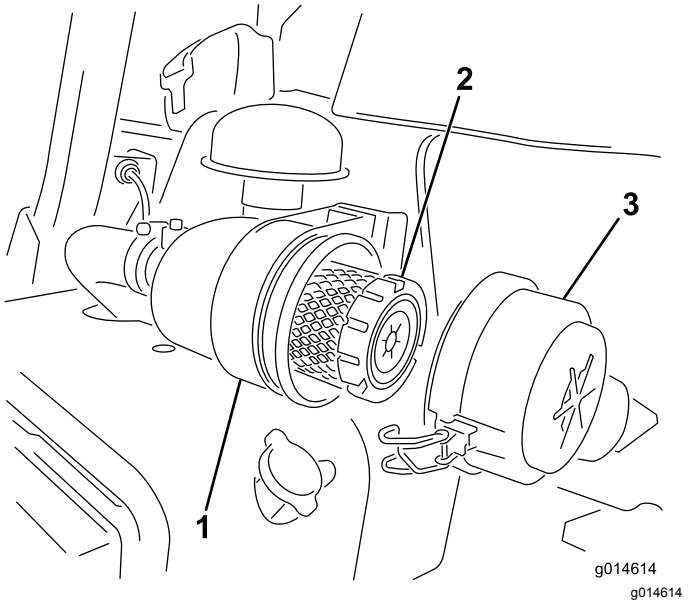

Рисунок 42
1. Отпустите защелки, фиксирующие крышку воздухоочистителя на его корпусе (Рисунок 42).
6. Зафиксируйте защелки (Рисунок 42).